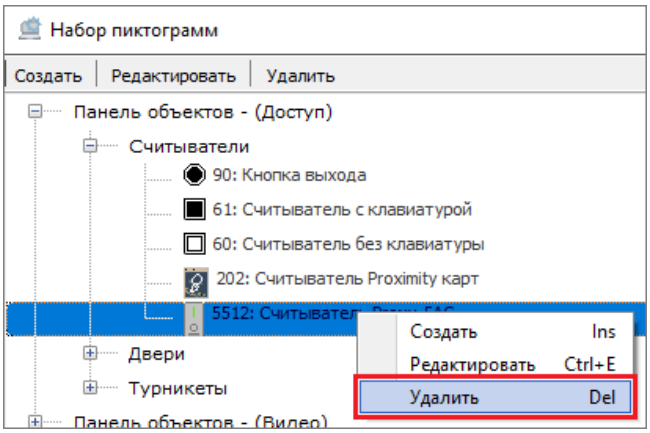

Рисунок 6-512 Переход к удалению пользовательского вида пиктограмм
3) кликните по выбранному пользовательскому виду пиктограмм правой клавишей мыши и выберите в контекстном меню вида пиктограмм команду «Удалить» (см. Рисунок 6-512) или выделите выбранный пользовательский вид пиктограмм и нажмите клавишу <Del> на клавиатуре;